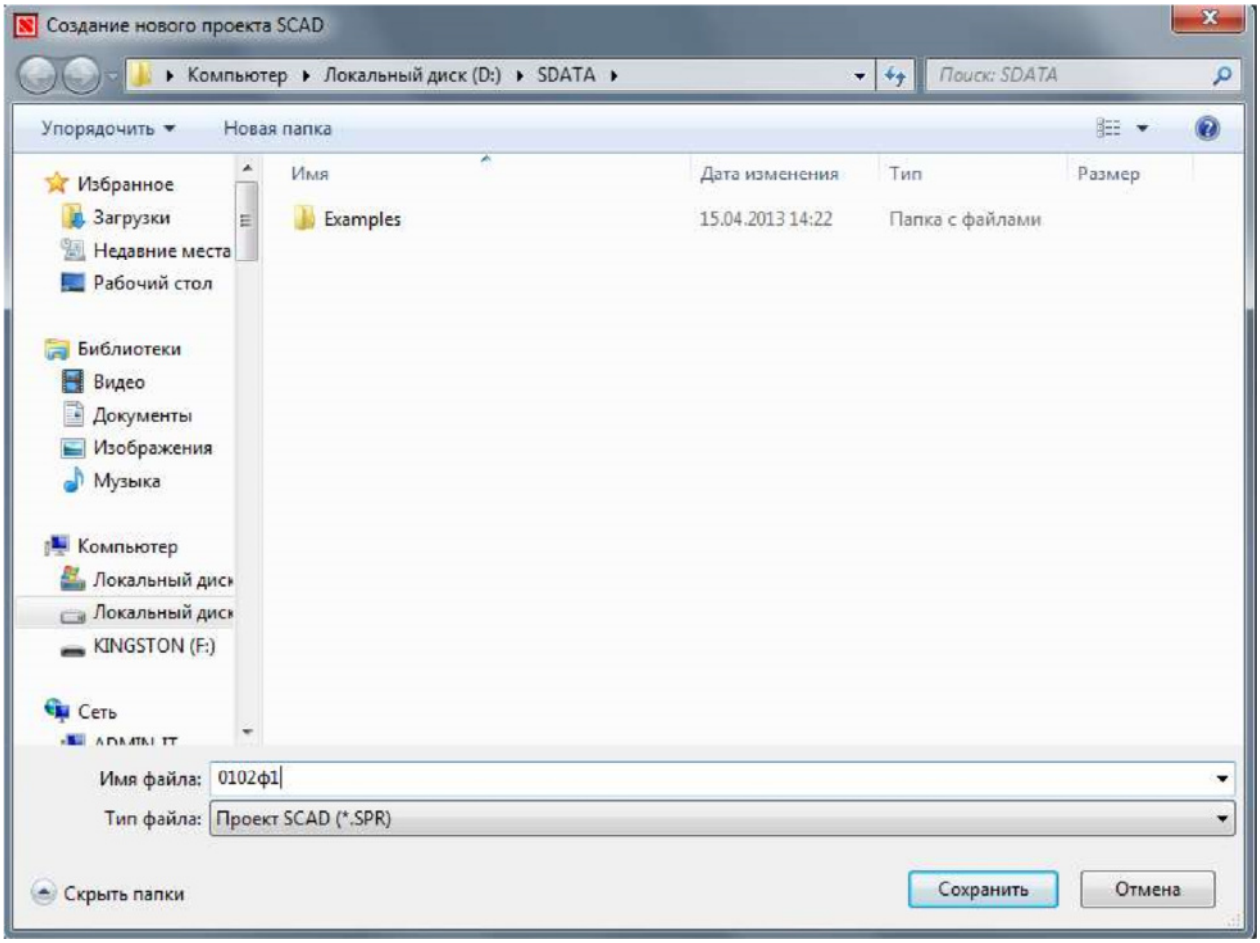

Рисунок 2.4- Диалоговое окно для сохранения файла с новым проектом
3. Далее для сохранения введенных данных о новом проекте курсор в диалоговом окне подводится к кнопке ОК и нажимается левая кнопка мыши. На экране появится окно Создание нового проекта SCAD, где в поле *Имя файла* необходимо ввести имя файла, содержащего будущий проект SCAD и нажать кнопку Сохранить (рис. 2.4). При этом файл будет сохранен (по умолчанию) в папке SDATA на диске С.